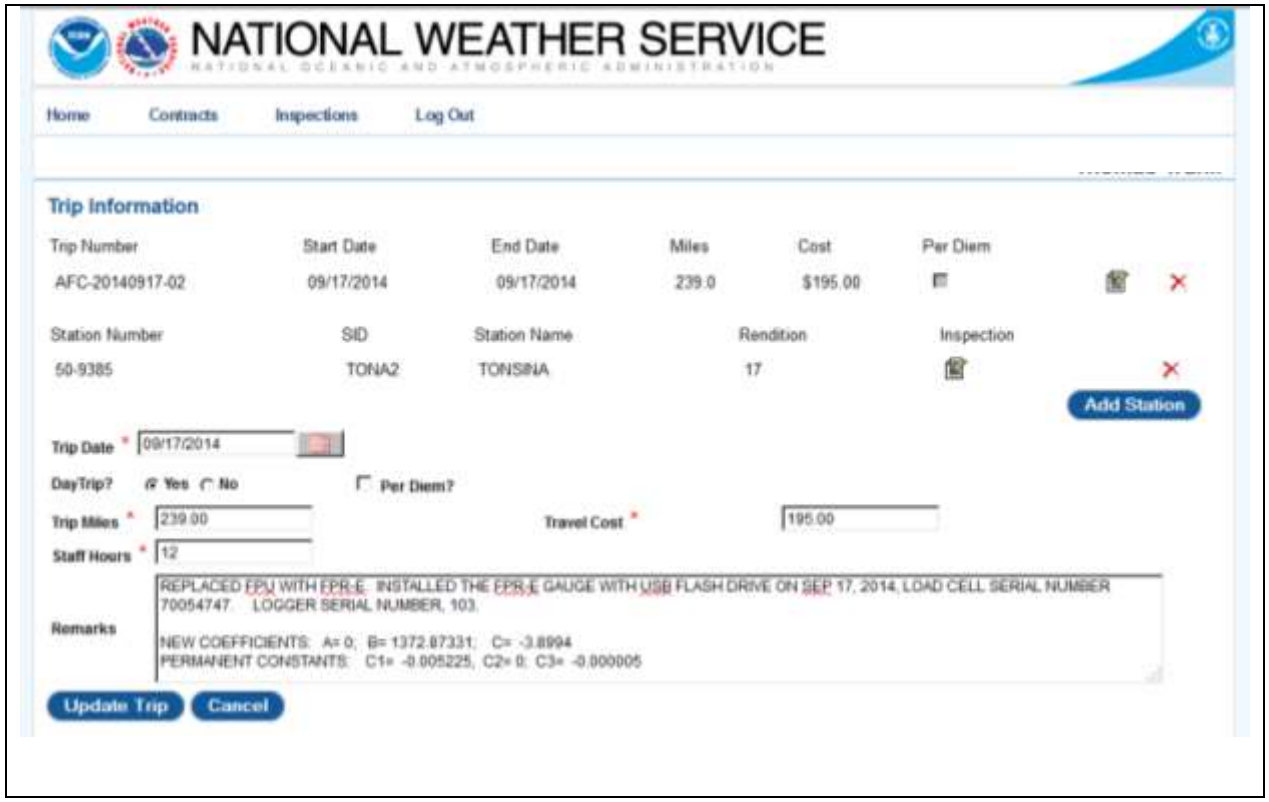

Figure 9.6 SIS Site Inspection Report – For Initial Installation
Follow the detailed instructions in Chapter 9.4, of this manual, to create a Site Inspection Report that accounts for the implementation of a Mod Note. For an example of detailed entries that may be required see Figure 9.6.
Account for the following in the 'Inspection Data.' Refer to Figure 9.6 as a guide:
- Description of Action and Date of Action – Replaced F&P (or FPU) with FPR-E equipment on Month, Day, Year. (See Figure 9.6).
- Serial Numbers – Enter into the same user entry field the eight digit Serial Number of the Load Cell, and the three-digit number of the Zeno Assembly (i.e., data logger). See Figure 9.6.
- New Coefficients – These are values A, B, and C, that were calculated on-site when the sensor was attached to the site-specific collection bucket. See Figure 9.6.
- Permanent Constants – These values C1, C2, and C3, are permanent and located on the small edge of the Load Cell. If the Load Cell is replaced, then the Permanent Constants data needs to be revised in the Remarks field. See Figure 9.6.
When a Calibration Check is performed you should document this required maintenance in the lower portion of the Inspection screen (Figure 9.6) where you are given options for the type of maintenance performed. After the column Routine Maintenance, the first category is "Calibrated." Follow these guidelines for calibration and other maintenance actions.